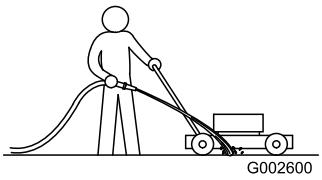

Figur 36
1. Spruta en vattenstråle framför det **högra** bakhjulet medan motorn är igång och gräsklipparen befinner sig på en plan stenbelagd yta (Figur 36).